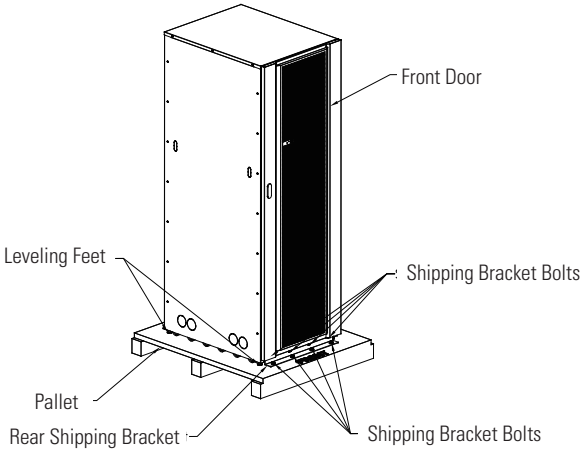
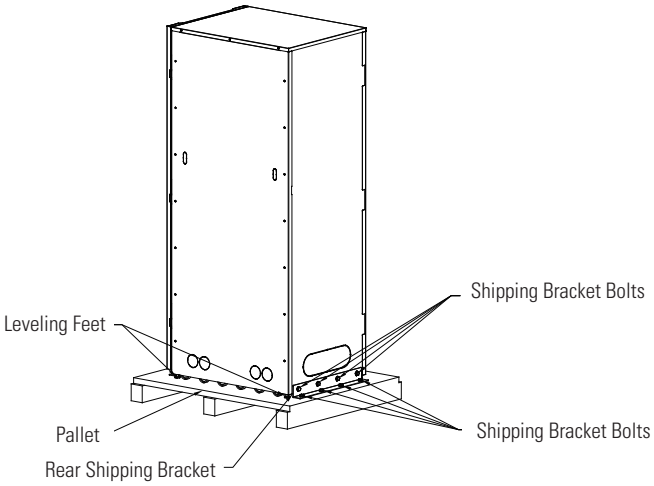

Figure 4-1. Removing the Front Shipping Bracket
Figure 4-3. Removing the Rear Shipping Bracket
2. Remove four bolts securing the front shipping bracket to the cabinet and four bolts securing the bracket to the pallet (see Figure 4-1). Remove the front shipping bracket. If installing the cabinet permanently, retain the shipping bracket and securing hardware for later use.
5. Remove four bolts securing the rear shipping bracket to the cabinet and four bolts securing the bracket to the pallet (see Figure 4-3). Remove the rear shipping bracket. If installing the cabinet permanently, retain the shipping bracket and securing hardware for later use.
11. Using the retained hardware, reinstall the shipping brackets removed in Step 2 and Step 5 to the front and rear of the EBC with the angle facing outward (see Figure 4-1 and Figure 4-3).
Before install the battery, to avoid the battery move please fix the battery cabinet on the ground with the shipping bracket that is fixed the battery cabinet on the pallet. See Figure4-1.